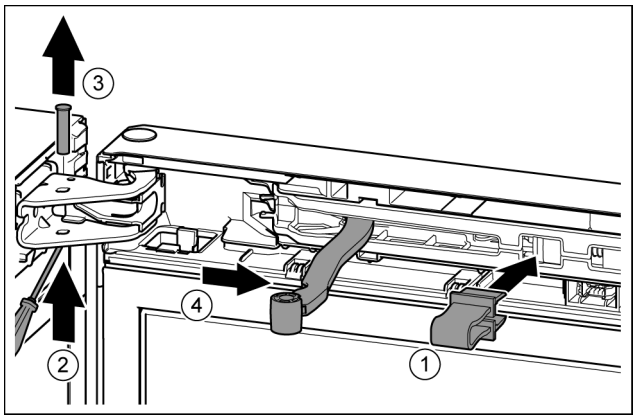

Fig. 10
▶ Encaje el seguro en la abertura. *Fig. 10 (1)*
▶ Extraiga el perno con el destornillador. *Fig. 10 (2)*
▶ Retire el perno hacia arriba. *Fig. 10 (3)*
▶ Gire la articulación en dirección de la puerta. *Fig. 10 (4)*